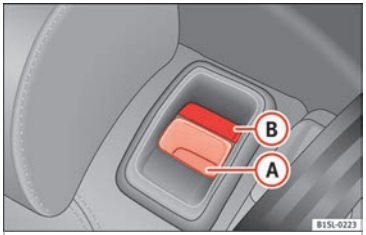

Fig. 136 Rear seat: unlock button (A); red marking (B)
- Pull the unlock switch ››› Fig. 136 (A) forwards whilst simultaneously lifting the rear seat backrest.
- The rear seat backrest is not engaged when the red marking of the button (B) is visible.